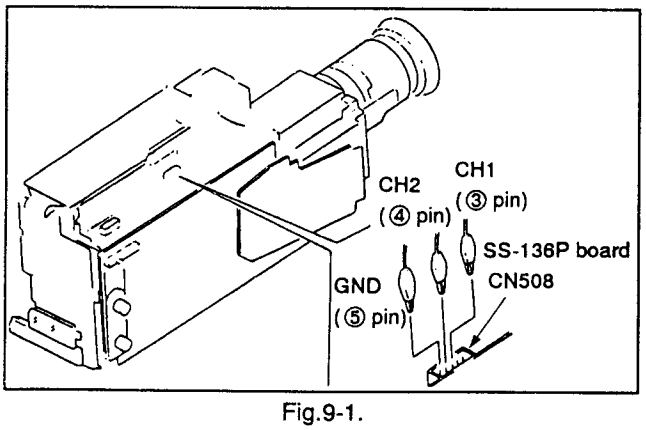

Fig.9-1.
4) Check that the RF waveform of the oscilloscope is flat at both inlet and outlet sides. When not flat, make adjustment as follows. (Refer to Figs. 9-1 and 9-2.)